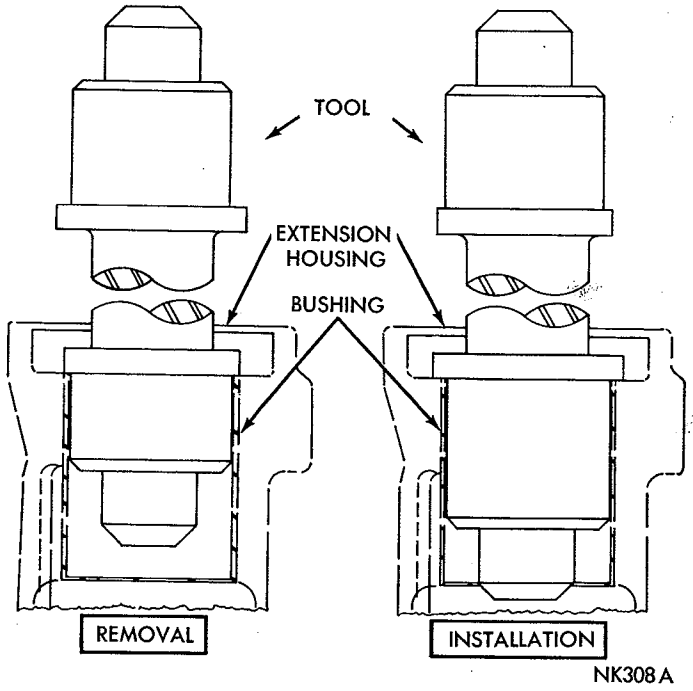

*Fig. 27—Replacing Extension Housing Bushing*
(7) **Bushing Replacement:** If extension housing bushing requires replacement, drive out the oil seal with a suitable tool. Be sure not to damage oil seal surface in the housing. Drive bushing out of housing with Tool C-3996 or C-3974 (Fig. 27).
Slide a new bushing on installing end of Tool C-3996 or C-3974. Align oil hole in bushing with oil slot in housing, then drive bushing into place (Fig. 27). Drive a new seal into housing with Tool C-3995 or C-3972 (Fig. 6).